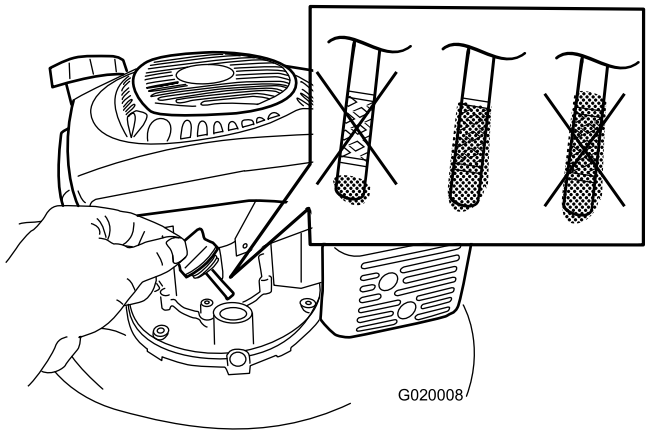

Figur 8
1. Fjern peilestaven, tørk den ren og sett den i oljepåfyllingshalsen, men **ikke** skru den inn (Figur 8).
2. Ta ut peilestaven og kontroller oljenivået (Figur 8). Hvis oljenivået er lavere enn Add-merket på peilepinnen, hell olje **langsomt** inn i oljepåfyllingshullet for å heve oljenivået til Full-merket på peilestaven. **Fyll ikke på for mye.** (Maks. påfyll: 0,65 l, type: 10W-30 eller rensende SAE 30-olje med API-serviceklassifisering SJ, SL eller høyere.)